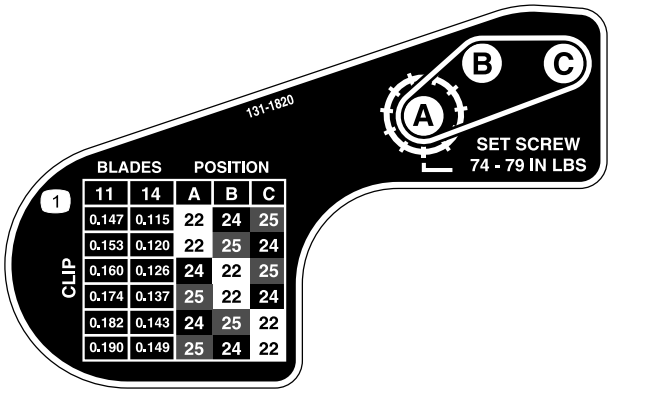

Rysunek 18
6. Korzystając z wykresu podanego na etykiecie w Rysunek 18, określ pożądane ustawienia przycinania oraz koła pasowe, które będziesz musiał przemieścić.
9. Zainstaluj każde koło pasowe w nowym położeniu wskazanym na etykiecie (Rysunek 18).